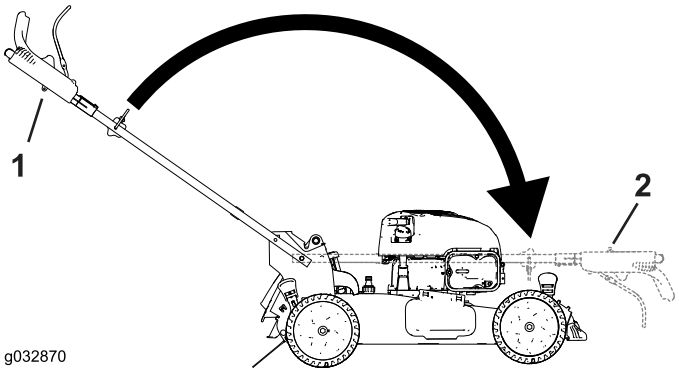

Figur 27
2. Fäll ned handtaget genom att vrida det framåt (Figur 27).